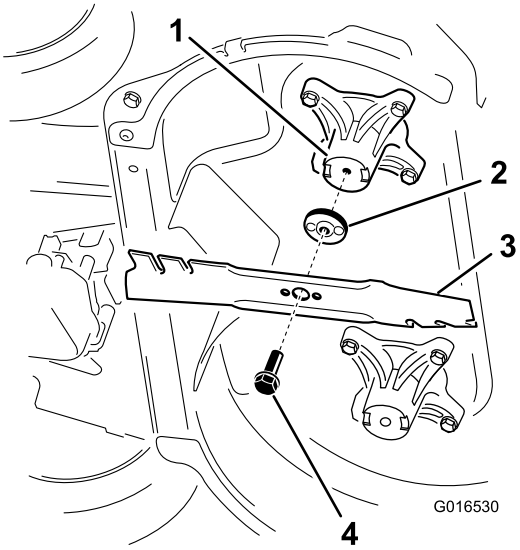

**Figure 37**
2. Déposez chaque lame comme montré à la Figure 37.
1. Posez la première lame de sorte qu'elle soit horizontale, avec toutes les fixations, comme montré à la Figure 37.